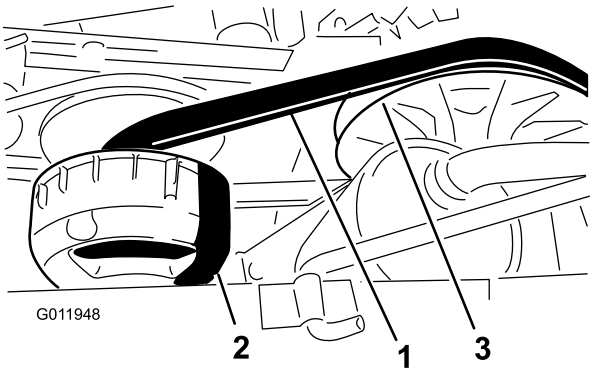

Figura 63
4. Haga girar la correa e inspecciónela (Figura 63) para asegurarse de que no está excesivamente desgastada o dañada.
3. Haga girar la correa y llévela sobre el embrague secundario (Figura 63).
4. Retire la correa del embrague primario (Figura 63).
5. Coloque la correa nueva sobre el embrague primario (Figura 63).
6. Haga girar la correa y llévela sobre el embrague secundario (Figura 63).